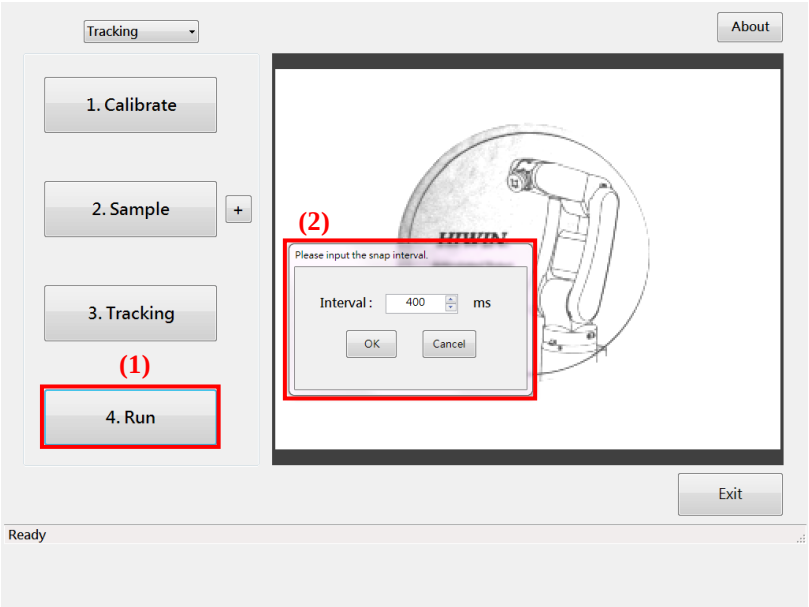

Figure 9-3 Start conveyor tracking pick and place test run
(1).In Figure 9-3, press "3. Run button".